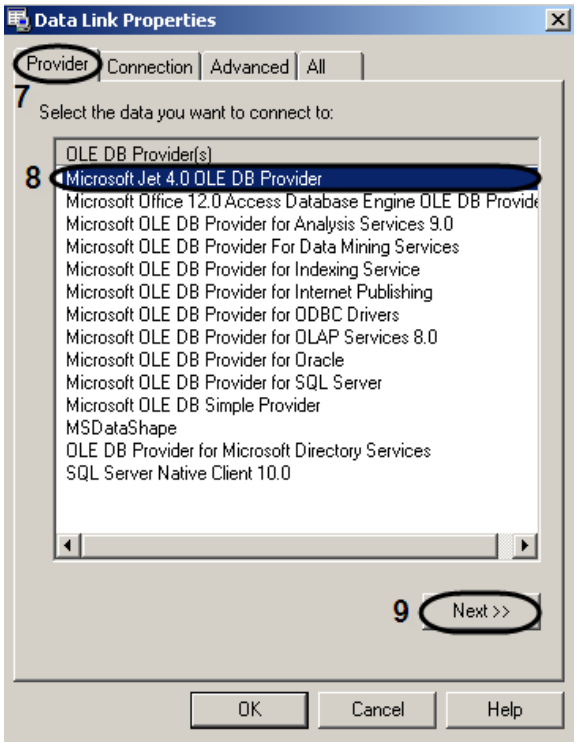

Figure 8.3-2. The “Data link properties” dialog box. The “Provider” tab
7. The Data link properties dialog box is displayed. Go to the “Provider” tab in the “Data link properties” dialog box (Figure 8.3-2).